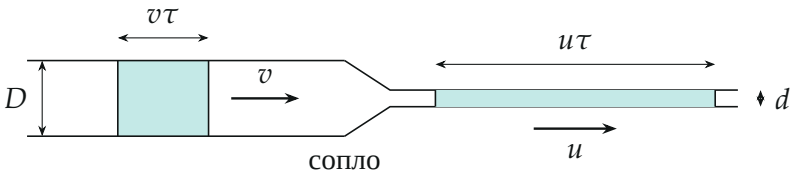

Рис. 2. Объёмы, прошедшие за одно и то же время τ через шнур и через сопло, равны (бирюзой): короткий толстый цилиндр и длинный тонкий
3. Скорость полимера в сопле. Масса пластика, вошедшего в головку за время τ, равна массе, вышедшей из сопла за то же время (пластик нигде не копится). Плотность при нагреве не меняется, значит, равны и объёмы. За время τ шнур входит на длину $v\tau$, то есть объёмом $\frac{\pi D^2}{4} v\tau$; из сопла выходит столбик длиной $u\tau$ и объёмом $\frac{\pi d^2}{4} u\tau$ (рис. 2):